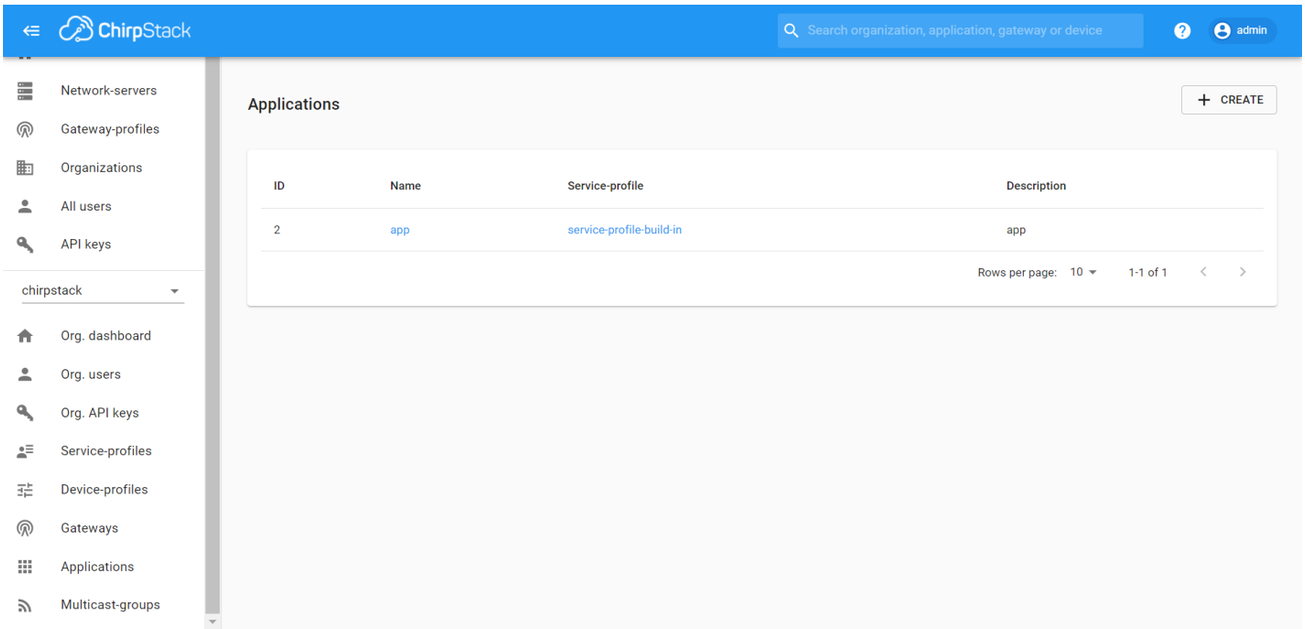

Figure 30: Applications section of the RAK's ChirpStack LoRaServer
1. Go to the “**Applications**” section, as shown in **Figure 30**.